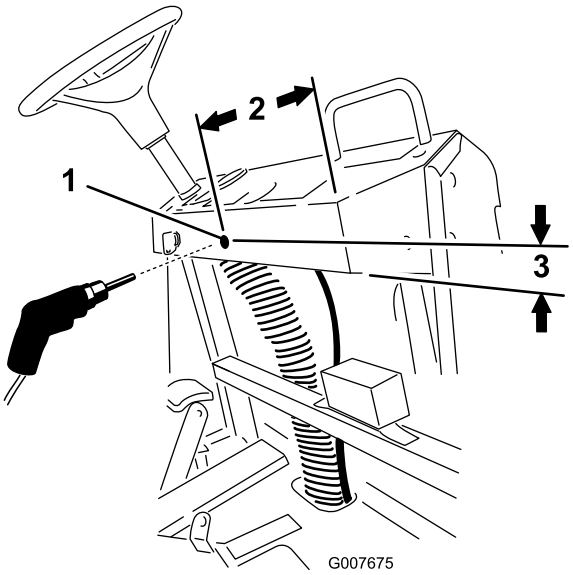

Figure 18
A. Make a mark inward from the right side of the dashboard 10 inches and then 1-1/2 inches from the bottom of the dashboard (Figure 18).